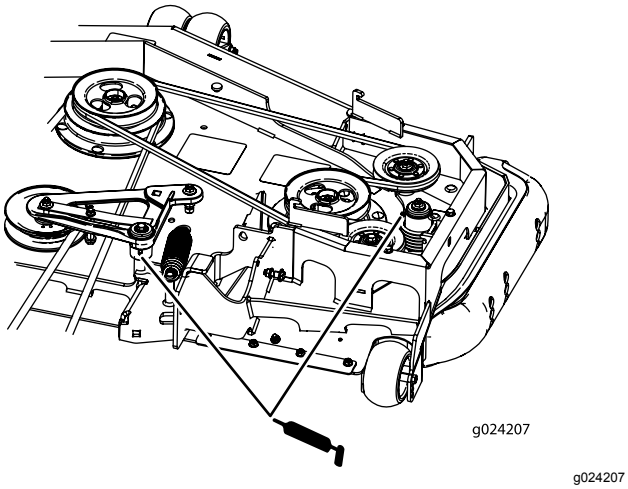

Figuur 53
5. Smeer de armen van de spanpoelie van de maaidekriem (alleen voor machines met achterafvoer) zoals getoond in Figuur 53.